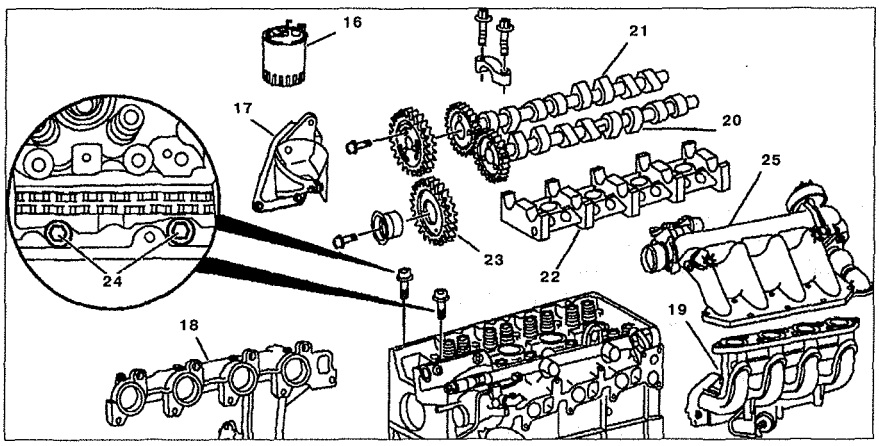

Рис. 5.26. Головка блока цилиндров:
6. Снимите кронштейн крепления топливного фильтра **17** к головке блока цилиндра **27** (см.рис.5.26).